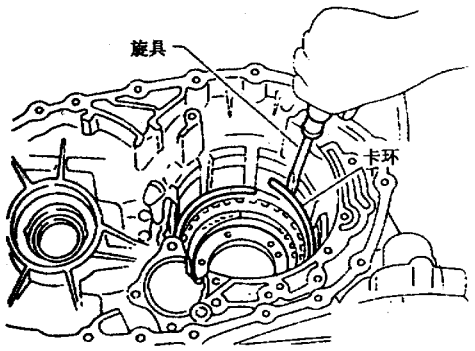

图 9 - 13 - 115
(4) 如图 9 - 13 - 116 所示，把工具装到弹簧架上，拆下卡环。注意，工具要直接装到回位弹簧上，不要过度弯曲卡环。
(5) 拆下弹簧架和回位弹簧。注意不要从弹簧架上拆下回位弹簧。